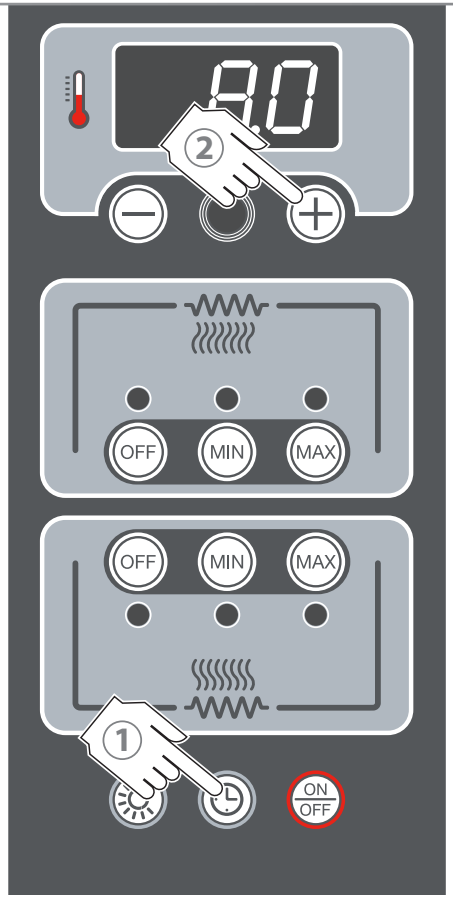

Рис.6.
См. ▶ гл. «**Запрограммированное включение**» на стр. **10** и ▶ **Рис.6.**
▶ **Рис.6.**